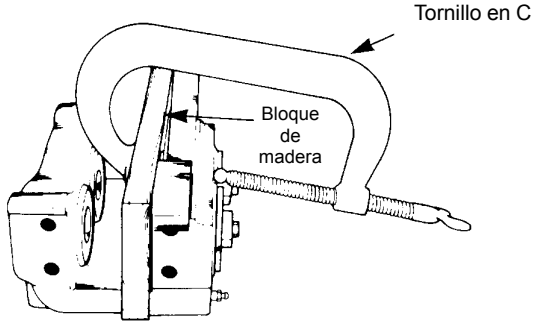

FIGURA 8-14
a. Utilice un tornillo en C para sujetar un bloque de madera de 0.5 pulg (12.7 mm) contra los dos émbolos en el lado de montaje de la caja. Verifique que el tornillo en C no se encuentre en la zona delante de la cavidad del émbolo. Consulte Figura 8-14.